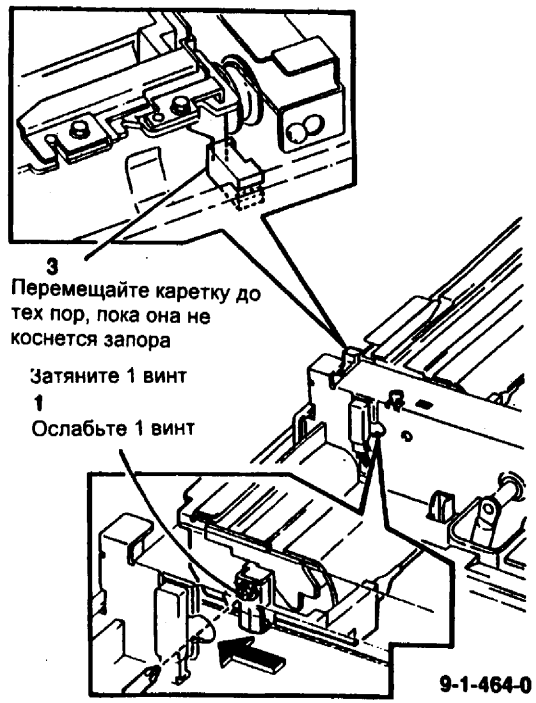

Рис. 5 Регулировка каретки полного хода
2. (Рис. 5 и 6) Ослабьте винты, удерживающие тросик каретки. Подвиньте тросик, пока они не коснутся блокировок, затем затяните винты.